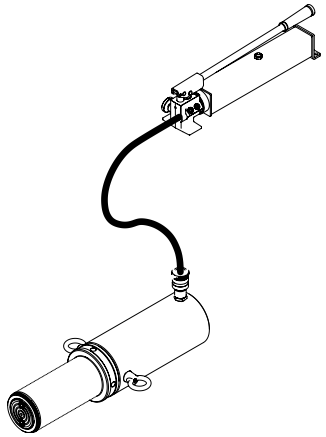

Figure 2 : Purger l'air du système
1. Placez la pompe à une position plus élevée que le tuyau et le vérin comme illustré à la figure 2.